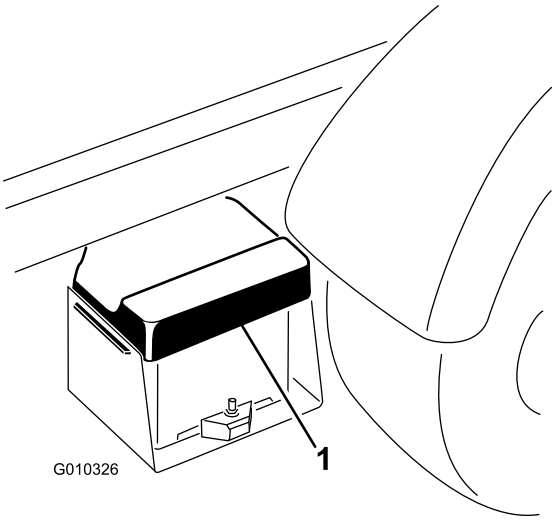

**Figur 47**
1. Klem på batteridækslet for at løsne tapperne fra batteribundpladen. Fjern batteriet fra batteribundpladen (Figur 47).